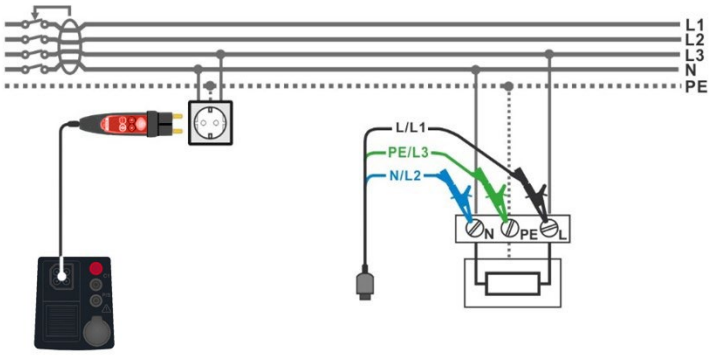

Abbildung 7.44: Z Auto Messung
- Schließen Sie die 3-Leiter-Prüfleitung oder den Commander-Prüfstecker am Prüfobjekt an, siehe ***Abbildung 7.44***.